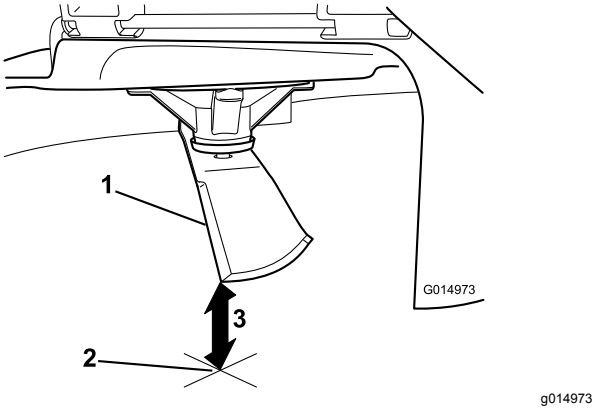

Figur 53
3. Mål fra spidsen af skærekniven til den plane overflade (Figur 53).